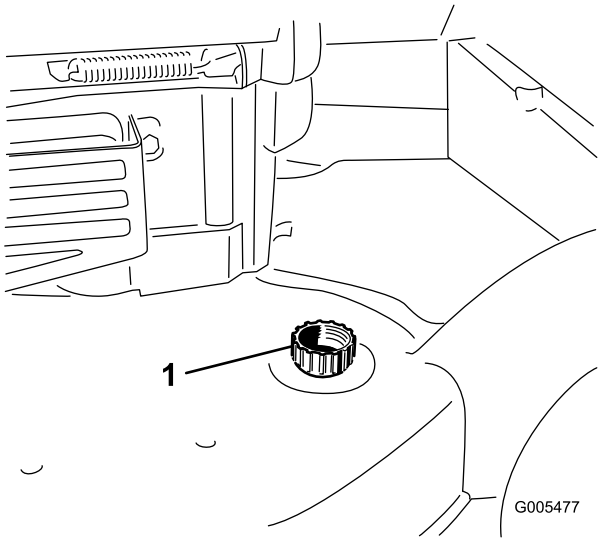

Figur 39
3. Fest en hageslange som er koblet til en vannkran til vanninntaksporten på maskinhuset (Figur 39).